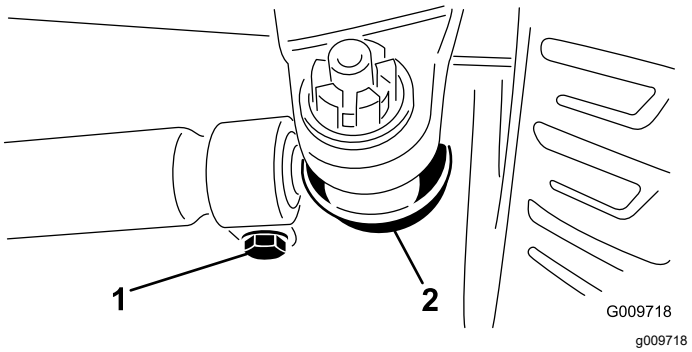

Figur 110
3. Fjern splinten og mutteren fra begge kuleleddene til parallellstaget når du vil justere (Figur 110). Fjern parallellstagets kuleledd fra støtten til akselkassen.
4. Løsne klemmene på begge sider av parallellstagene (Figur 110).